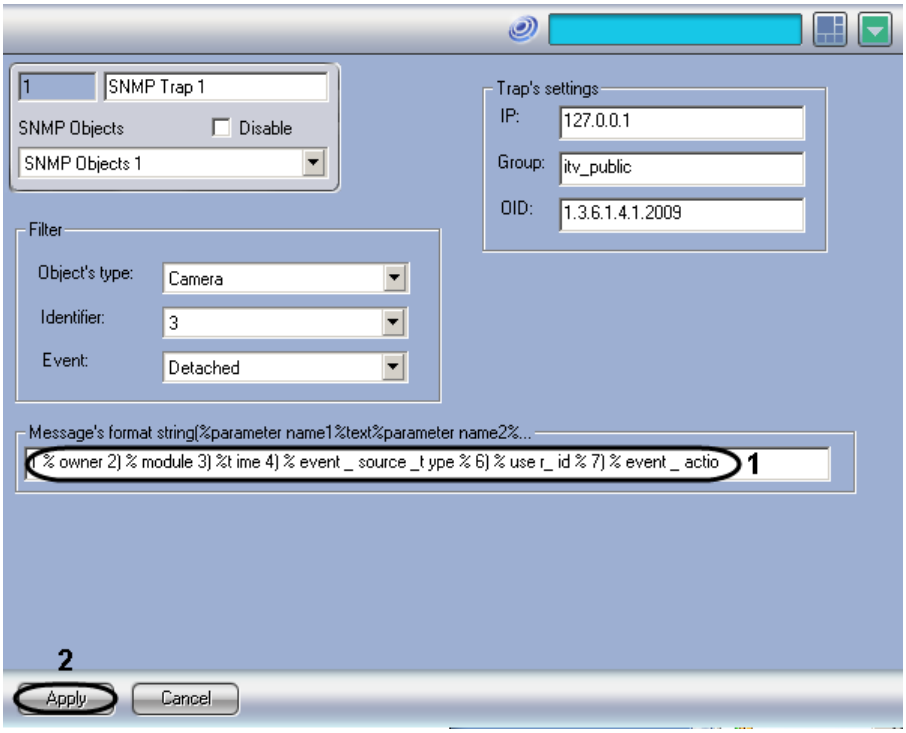

Figure 8.11-6. Setting up the message conversion into SNMP format
1. Go to the settings panel of SNMP trap object (Figure 8.11-6).